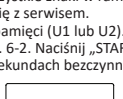
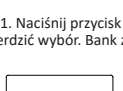

Rysunek 6-1
Rysunek 6-2
b. Następnie zacznie migać bieżący bank pamięci (U1 lub U2). Zobacz rys. 6-1. Naciśnij przycisk „MEM", aby przełączyć na inny bank. Zobacz rys. 6-2. Naciśnij „START", aby potwierdzić wybór. Bank zostanie też potwierdzony automatycznie po 5 sekundach bezczynności.